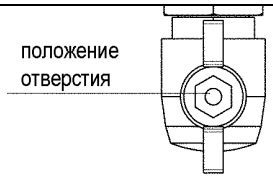

Рис. 61
- откройте газовый кран, чтобы подать топливо (рис. 61), повернув его против часовой стрелки;